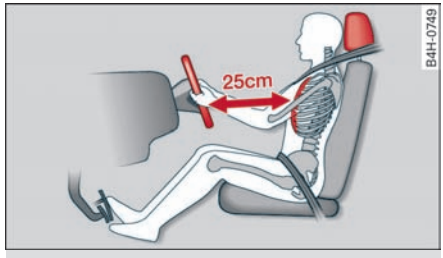

图 164 正确的坐姿
▸ 调节好驾驶员座椅和方向盘，使胸部与方向盘中心之间的距离至少为 25 厘米 ⇨ *图 164*。
– 调节好驾驶员座椅和方向盘，使胸部与方向盘中心之间的距离至少为 25 厘米 ⇨ *图 164*。